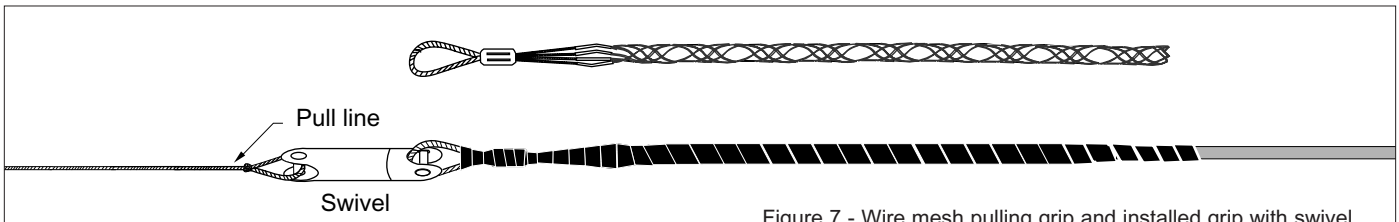

Figure 7 - Wire mesh pulling grip and installed grip with swivel
4.13 For cables which are not preterminated, Corning Cable Systems recommends the use of a Corning Cable Systems GRP series (Kellems® grip) wire mesh pulling grip to provide effective coupling of pulling loads to the jacket, aramid yarn, and central member of fiber optic cables. The use of a swivel between the pull-line and pulling grip is required to prevent the pull-line from imparting a twist to the cable (Figure 7). For instructions on field installation, refer to SRP-005-044, *Installing a Wire Mesh Pulling Grip on ALTOS® Fiber Optic Cable*.